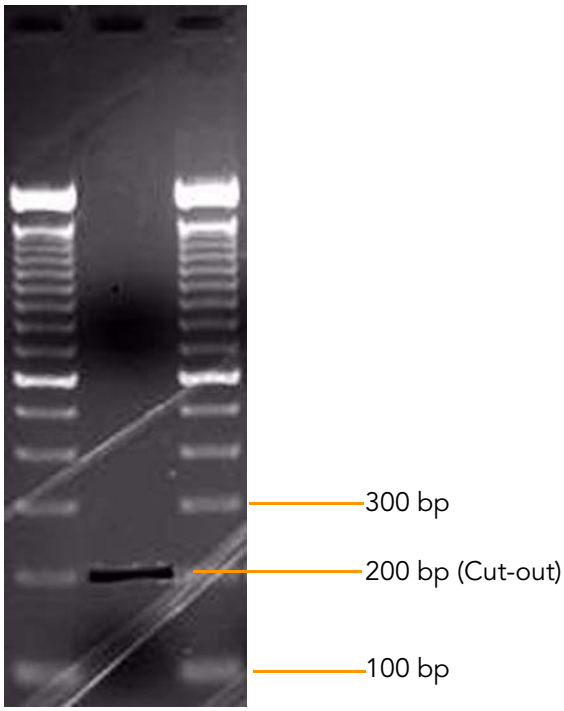

Figure 1 *2% Agarose Gel*
4. Excise a region of gel with a clean gel excision tip and remove the gel slice by centrifuging it into a microcentrifuge tube. The gel slice should contain the material in the 200 bp (±25 bp) range. See Figure 1.